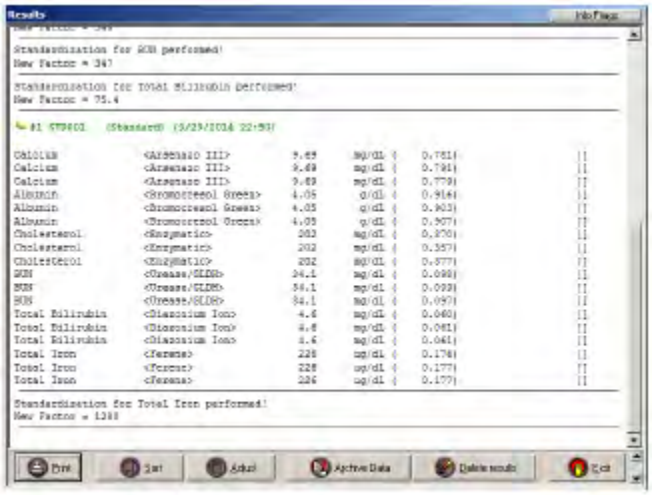

Figure 3-4
O "Log de amostra", quando acessado a partir da lista de "trabalho" exibirá o menu superior ou lateral resulta, bandeiras e outras informações valiosas sobre a análise. A mesma informação é exibida quando o operador seleciona o ícone de acesso directo (Fig. 3-3a) e escolhe "Ver resultados de amostra". Log de"espécime" é atualizado continuamente como cada amostra é concluída (Fig. 3-4).
1) a tela de "Resultados" (Fig. 3-4), selecione o botão de comando "Imprimir".
1) na tela de "Resultados" (Fig. 3-4), selecione o botão de comando "Print".
1) a tela de "Resultados" (Fig. 3-4), selecione o botão de comando "Arquivo de dados".